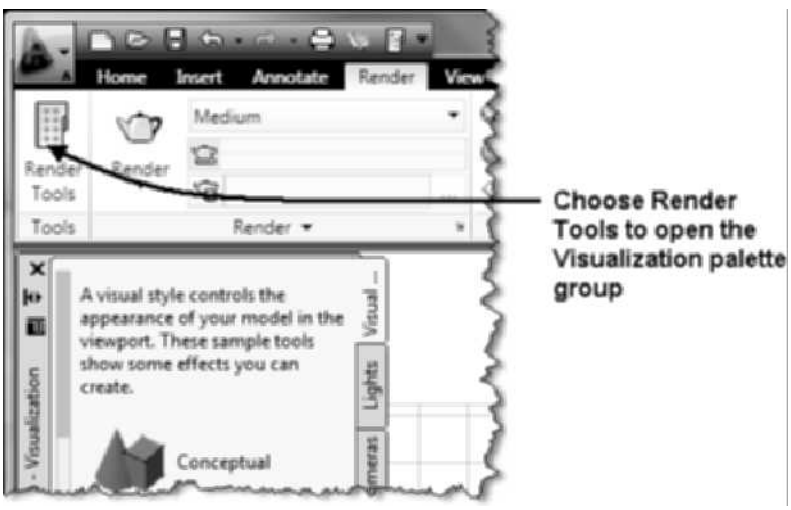

FIGURE 1.33 *Accessing the Visualization palette group from the Ribbon*
11. Click twice the Render Tools button of the Tools panel to display the Visualization tool palette set as shown at right in Figure 1.33.